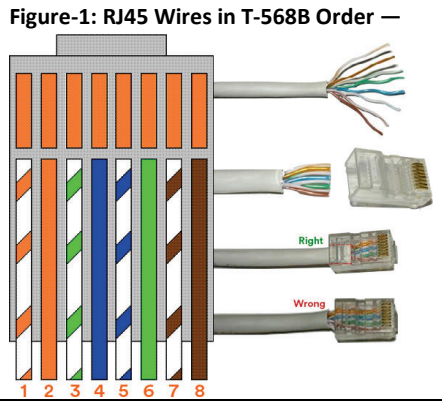

Figure-2: Wire Terminal Colors —
b) Terminate the wire on the inside of the mounting plate. To do this, strip 1" of the jacket to expose the 4 wire pairs, untwist each pair and arrange them over the terminal that corresponds with their color (see Figure-2 below), use the provided punch-down tool to firmly connect each wire to its matching terminal.